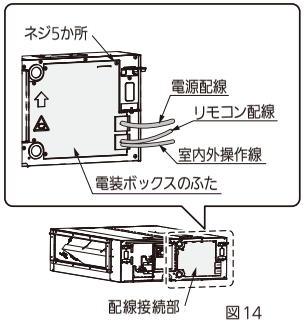

図14
- ユニット本体側面の電装ボックスのふたをはずしてください。（ネジ 5 か所）（図 14）